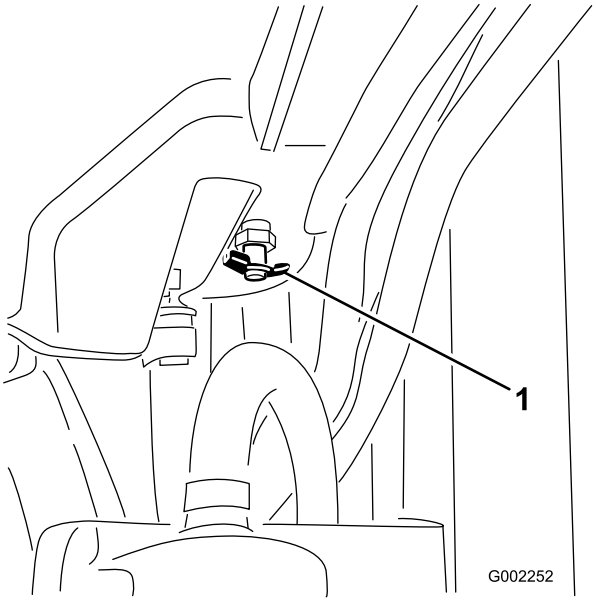

Figur 53
4. Åbn aftapningen (Figur 53), og lad kølervæsken løbe ned i bakken.